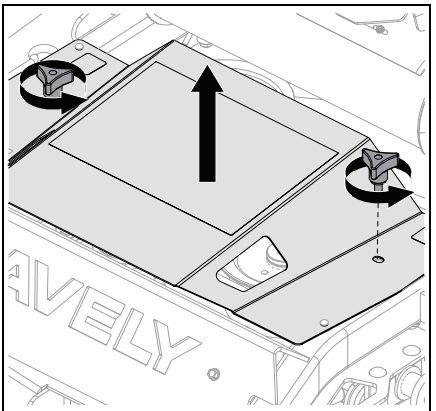

Figure 16
5. Remove belt access panel. See Figure 16.